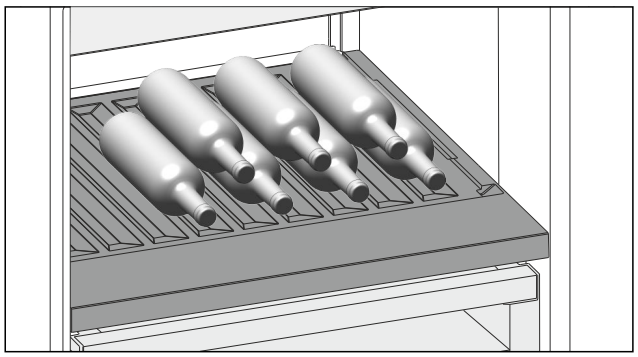

*Fig. 119*
▶ Introduceți sticlele cu fundul în spate, către peretele posterior. (vezi Fig. 119)